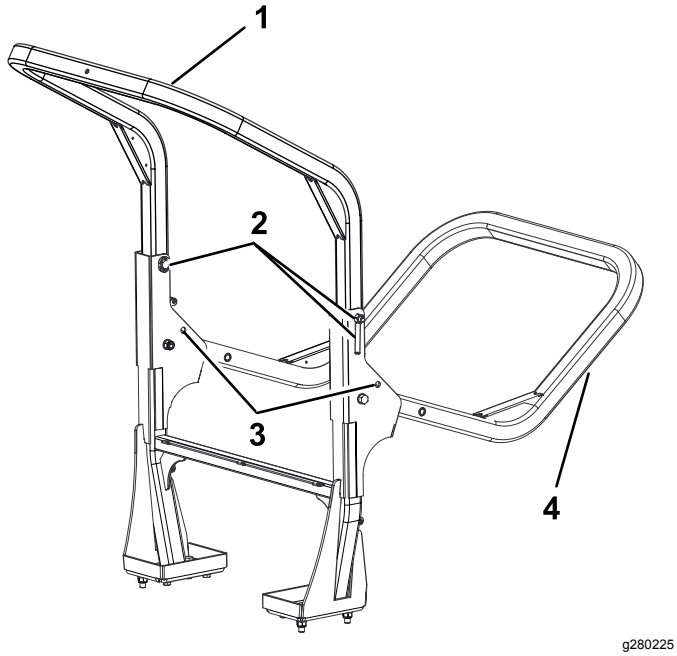

Rysunek 27
2. Podeprzyj masę górnej ramy pałąka bezpieczeństwa w czasie wyciągania zawleczek i sworzni ze wsporników osi obrotu (Rysunek 27).